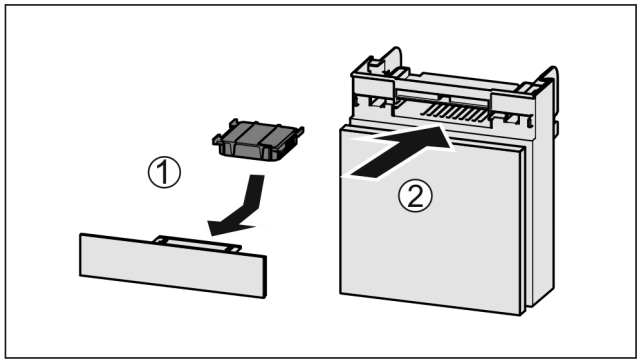

Fig. 94
▶ Introduceți *Fig. 94 (1)* filtrul de cărbune activ după cum se vede în figură.
▶ Împingeți *Fig. 94 (2)* compartimentul în interior.